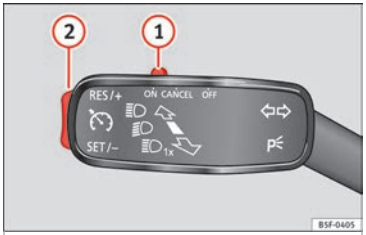

Fig. 39 On the left of the steering column: switches and controls for operating the CCS
- Switching on the CCS: Move switch ››› Fig. 39 (1) to **ON**. The system is on. If no speed has been programmed, the system will not control it.
- Activating the CCS: Press button ››› Fig. 39 (2) in the **SET/–** area. The current speed is memorised and controlled.
- Temporarily switching off the CCS: Move switch ››› Fig. 39 (1) to **CANCEL** or push the brake. The cruise control system is switched off temporarily.
- Reactivating the CCS: Press button ››› Fig. 39 (2) in **RES/+**. The memorised speed is saved and controlled again.
- Increasing stored speed during CCS regulation: press button (2) in **RES/+**. The vehicle accelerates until the new stored speed.
- Reducing stored speed during CCS regulation: press button (2) in **SET/–** to lower the speed by 1 km/h (1 mph). Speed is reduced until reaching the new stored speed.
- Switching off the CCS: Move switch ››› Fig. 39 (1) to **OFF**. The system is disconnected and the memorised speed is deleted.